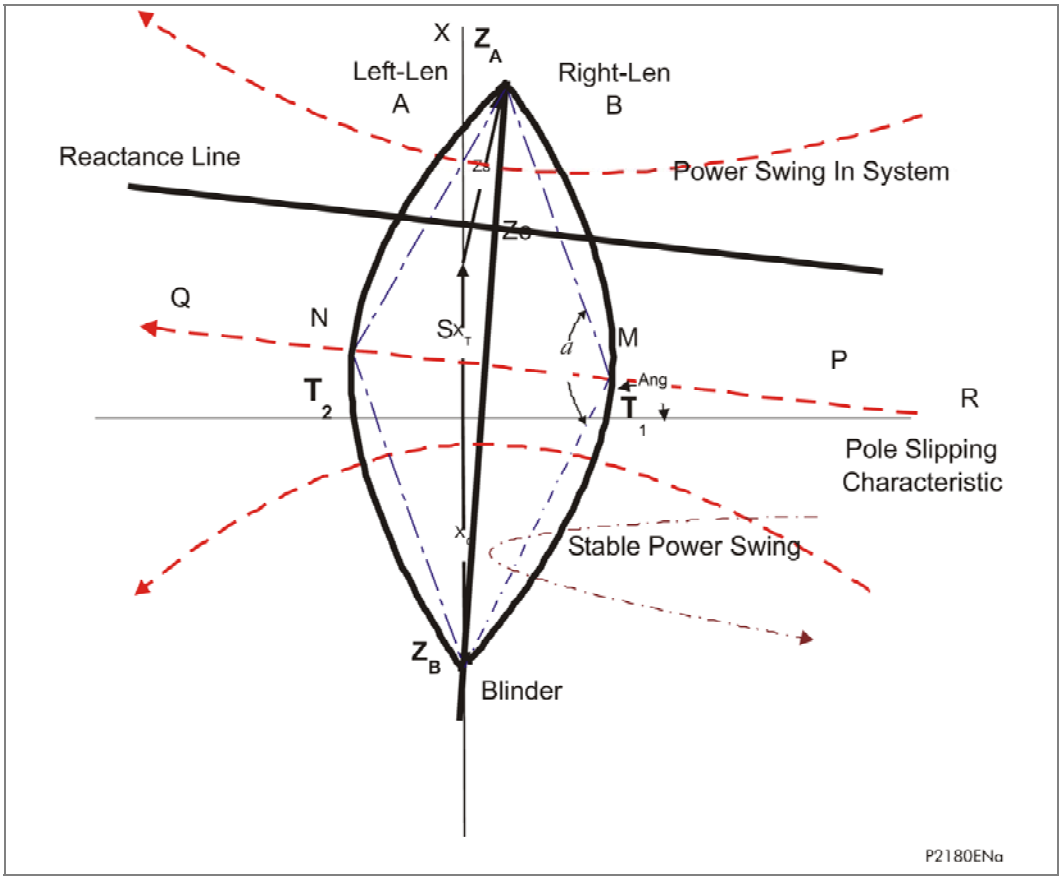

Figure 53 - Lenticular scheme characteristic
As noted previously, the best setting for the lens is when the point ZA and ZB coincide with the system impedance (ZT+ZS) and the generator reactance (XG), see Figure 53. The angle α of the lens corresponds in this case to the angle α between the emfs EG and ES at which the impedance enters the lens, see Figure 53.
Large differences between EG and ES, see Figure 53 and sections 2.28.3.1, can cause the loci of impedance circle to becomes smaller and smaller. Therefore there is the possibility of the circular loci of the pole slip crossing the blinder and lens twice with large ZA and ZB settings producing a long lens. However, the state machine logic will prevent 2 pole slips from being counted for this condition and so there is no maximum limit to the ZA and ZB settings.
The inclination of the lens should be kept consistent with the system impedance angle, vector GS in Figure 53.